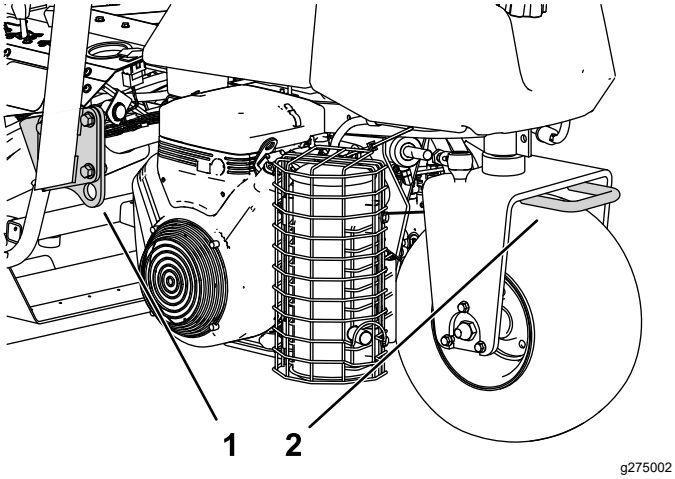

**Figuur 25**
- Zet de machine goed vast met spanbanden, kettingen, kabels of touwen. Zowel de voorste als de achterste spanband moet naar beneden en naar de buitenkant van de machine lopen (Figuur 25).